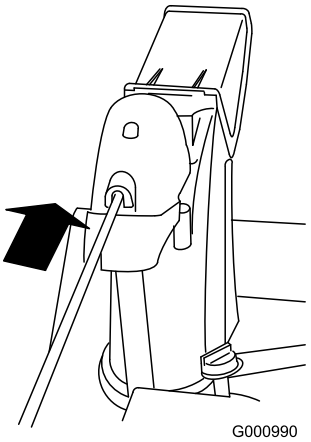

Figur 10
4. Sæt stangens forende ind i åbningen bag på sliskegeardækslet, indtil den går ind i sliskegearet (Figur 10).